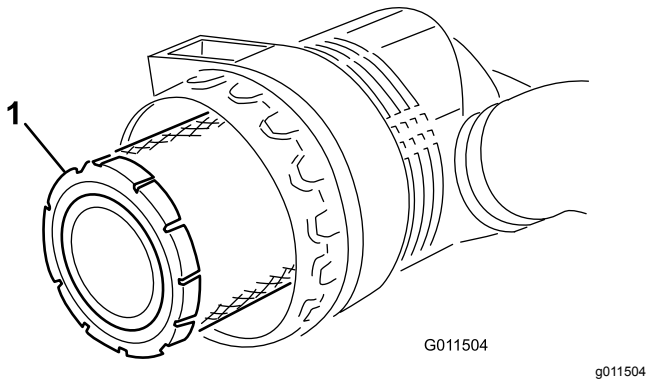
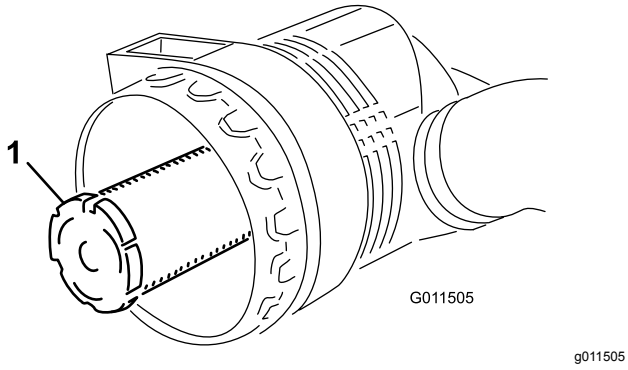

Figur 72
Figur 73
3. Fjern primærfilteret (Figur 72). Det anbefales ikke at rengøre det brugte filter på grund af risikoen for at beskadige filtermediet. Efterse det nye filter for forsendelsesskader, og kontroller filterets forseglingsende og selve filterelementet. Benyt ikke et beskadiget filter. Fjern **ikke** sikkerhedsfilteret (Figur 73).
Vigtigt: **Forsøg aldrig at rense sikkerhedsfilteret (Figur 73). Udskift sikkerhedsfilteret med et nyt efter hvert tredje primærfiltereftersyn.**
4. Udskift primærfilteret (Figur 72).